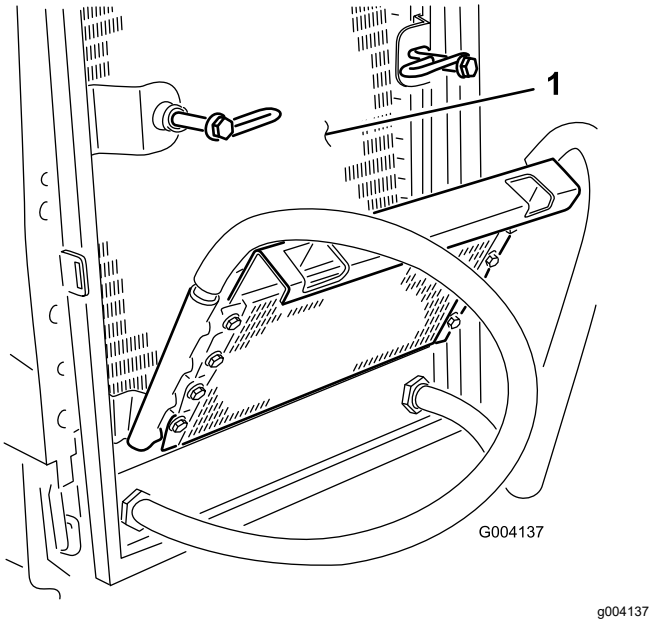

Рисунок 70
6. Тщательно очистите обе стороны маслоохладителя и радиатора (Рисунок 70) сжатым воздухом.